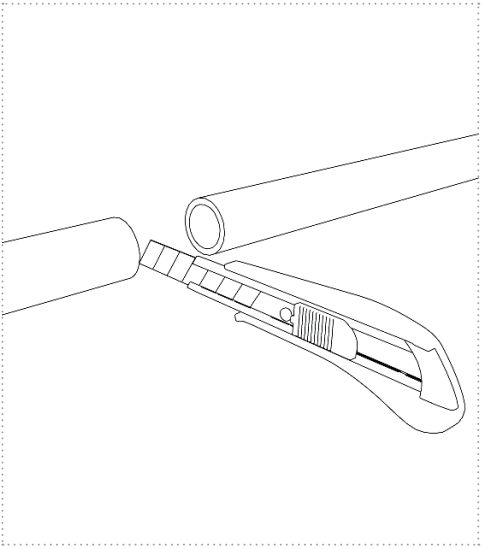

Figure 7
1. Coupez selon la figure 7 la conduite d'eau à l'endroit d'installation souhaité. Assurez-vous pour les tuyaux d'un coupe droite.